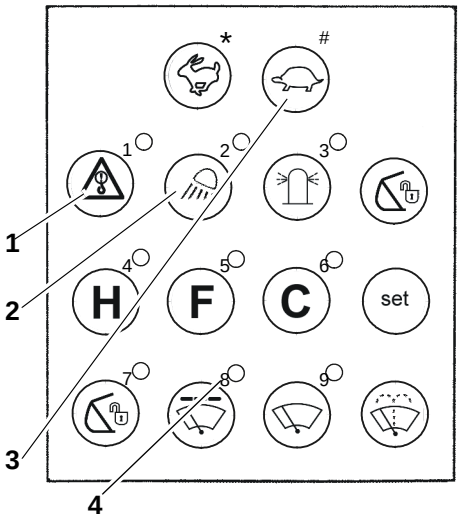

Afb.15 Numerieke toetsen
– Druk op toets 1 (afb. 15) om de status van de codevergrendeling te wijzigen.
– Druk op toets 2 (afb. 15) en voer de instructies op het display uit om de machinistecode te wijzigen.